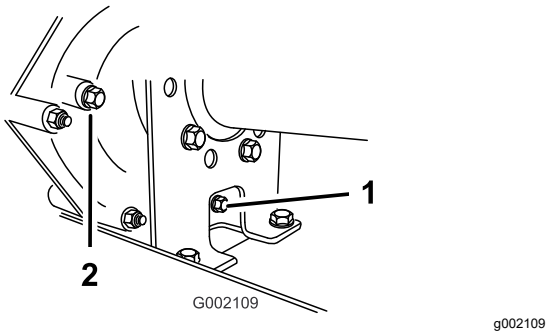

Figura 46
2. Limpie la zona alrededor de los tapones de vaciado y llenado con un trapo (Figura 46).
4. Retire el indicador girándolo en sentido antihorario (Figura 46).
5. Retire el indicador girándolo en sentido antihorario (Figura 46).
6. Instale y apriete el tapón de vaciado y la junta en el orificio de llenado de la transmisión (Figura 46).
7. Llene el depósito (Figura 47) a través del orificio de llenado con aproximadamente 1,4 litros de fluido del tipo especificado, hasta que el nivel de fluido de la transmisión esté enrasado con el borde inferior de la rosca. (Figura 46).
8. Instale y apriete el tapón y la junta en el orificio de llenado de la transmisión (Figura 46).
10. Compruebe el nivel de fluido y añada más si el nivel de fluido está por debajo de las roscas del orificio de llenado (Figura 46).